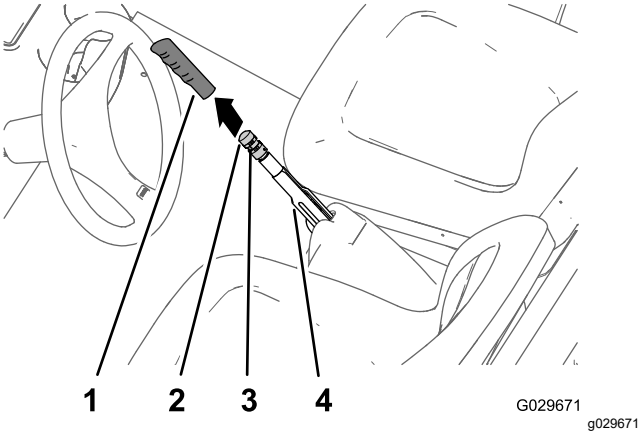

Figur 62
1. Fjern grebet fra parkeringsbremsehåndtaget (Figur 62).
2. Løsn sætskruen, der fastgør bremsejusteringsgrebet til parkeringsbremsehåndtaget (Figur 62).
3. Drej bremsejusteringsgrebet, indtil du når en kraft på 133 til 156 N, for at aktivere parkeringsbremsehåndtaget (Figur 62).
4. Stram sætskruen og monter håndgrebet (Figur 62).
2. Løsn sætskruen (Figur 62), der fastgør bremsejusteringsgrebet til parkeringsbremsehåndtaget, deaktiver parkeringsbremsen, og løsn bremsejusteringsgrebet.
5. Drej bremsejusteringsgrebet (Figur 62), indtil du når en kraft på 133 til 156 N, for at aktivere parkeringsbremsehåndtaget.
C. Drej bremsejusteringsgrebet (Figur 62), indtil du når en kraft på 133 til 156 N, for at aktivere parkeringsbremsehåndtaget.
- Stram sætskruen, og monter grebet (Figur 62).